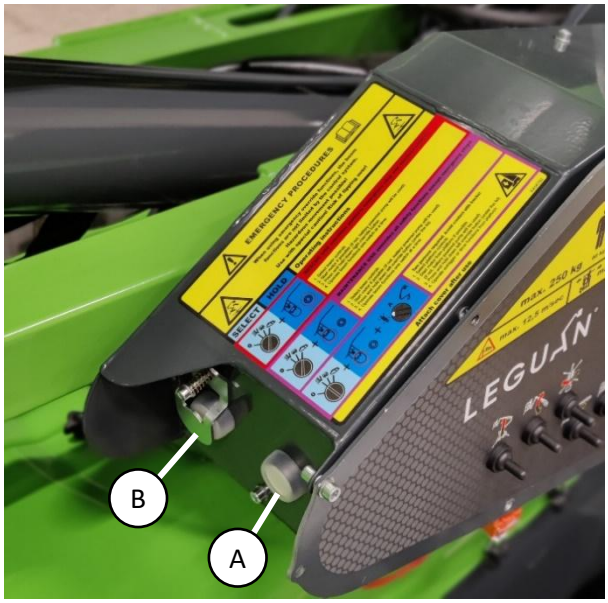

Figure 9. Boutons de correction
Pour les éventuelles situations d'urgence, la plateforme d'accès est équipée d'un bouton de correction du bouton d'arrêt d'urgence de la plateforme et de la commande de charge (figure 9 (A)). Ce bouton doit uniquement être utilisé dans les **situations d'extrême urgence**, par exemple lorsque l'opérateur a perdu connaissance sur la plateforme, que le bouton d'arrêt d'urgence a été actionné et que la plateforme doit être abaissée pour des raisons de sécurité. La plateforme doit être déplacée dans des directions réduisant le moment de basculement (vers le centre de la machine). **Le fabricant n'est pas responsable en cas de mauvaise utilisation de la fonction !** Le bouton de correction se situe sur le côté gauche du panneau de commande inférieur. Il peut uniquement être actionné lorsque la commande inférieure est sélectionnée en tant que position de commande active.
3. Appuyez sur le bouton de correction situé plus près de l'opérateur et maintenez-le enfoncé (figure 9 (A)).
Pour d'éventuelles situations d'urgence, la plateforme d'accès est équipée d'un bouton de correction de la fonction de sécurité (figure 9 (B)). Ce bouton permet l'utilisation des fonctions de conduite, de balancier et de bras en cas de défaillances. La fonction peut par exemple être utilisée lorsqu'un capteur est cassé et que la machine doit être déplacée en lieu sûr pour réparation. **Utilisez le bouton avec la plus grande prudence et uniquement dans des situations d'urgence !**
3. Appuyez sur le bouton de correction situé plus loin de l'opérateur, sous le couvercle, et maintenez-le enfoncé (figure 9 (A)).